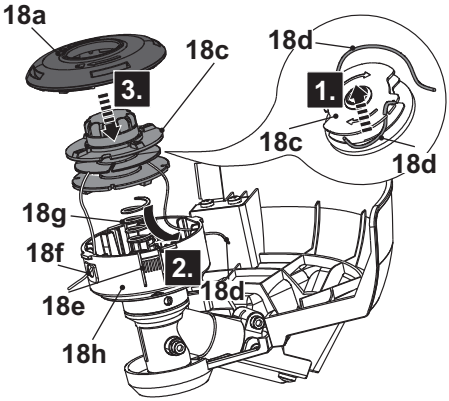

Fig. 30
9. Release the trimming line (18d) from the notches and hold it in position. Avoid the trimmer line (18d) scatted from the trimming spool (18c) (Fig. 30, Step 1).
10. Lead the trimming line ending through the eyelet (18f) on the housing (18h) (Fig. 30, Step 2).
12. Insert the trimming spool (18c) into the housing (18h) (Fig. 30, Step 3).